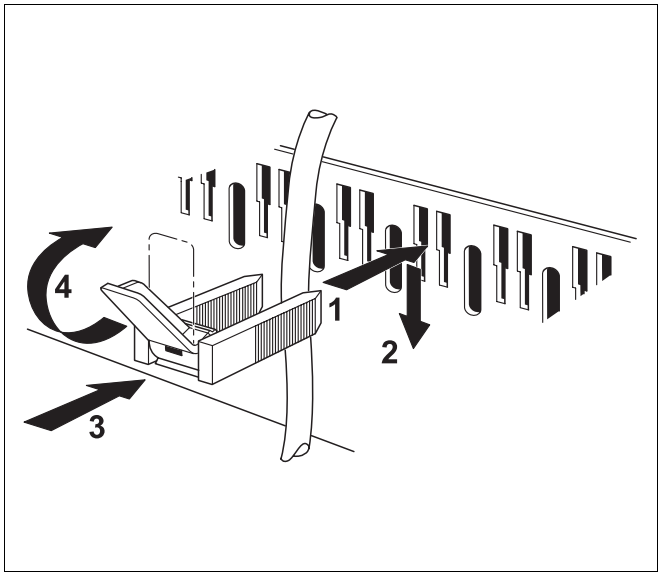

Rys. 36 Przymocowanie przewodów obejmą
- W sposób przedstawiony na rys. 36 włożyć obejmę z przewodem od góry w wycięcia ramy (rys. 36, **krok 1**).
- Obejmę kabla przesunąć do dołu (rys. 36, **krok 2**).
- Docisnąć obejmę (rys. 36, **krok 3**).
- Przełożyć dźwigienkę do góry (rys. 36, **krok 4**).